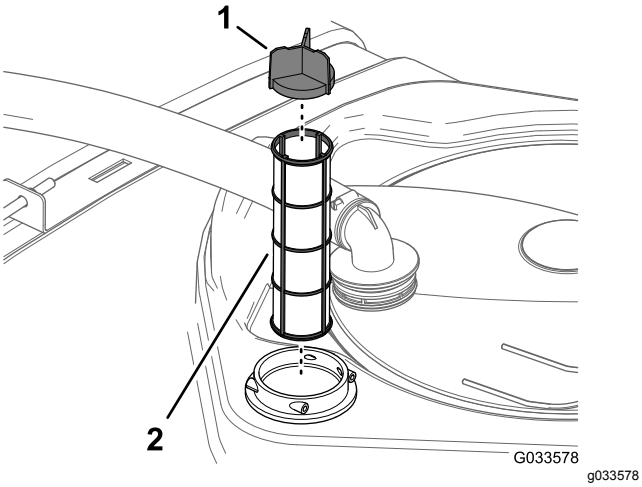

Figur 96
4. Træk sugefilteret ud af filterhuset i tanken (Figur 96).